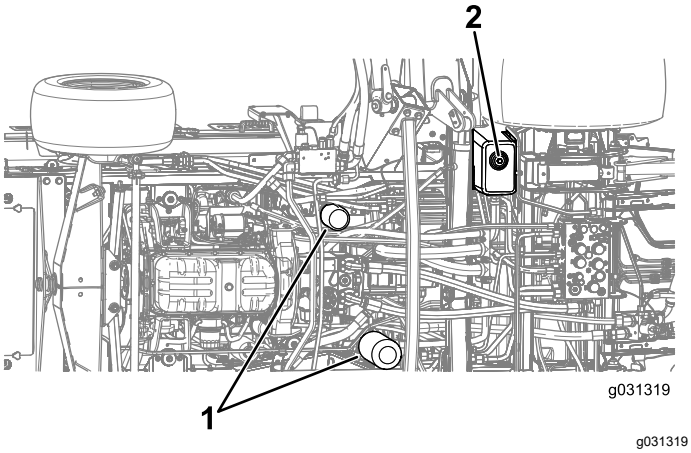

Figur 134
4. Ta bort avtappningspluggen från tankens undersida och låt hydraulvätskan rinna ned i avtappningskärlet (Figur 134).
3. Ställ ett avtappningskärl under filtret och ta bort filtret (Figur 134).